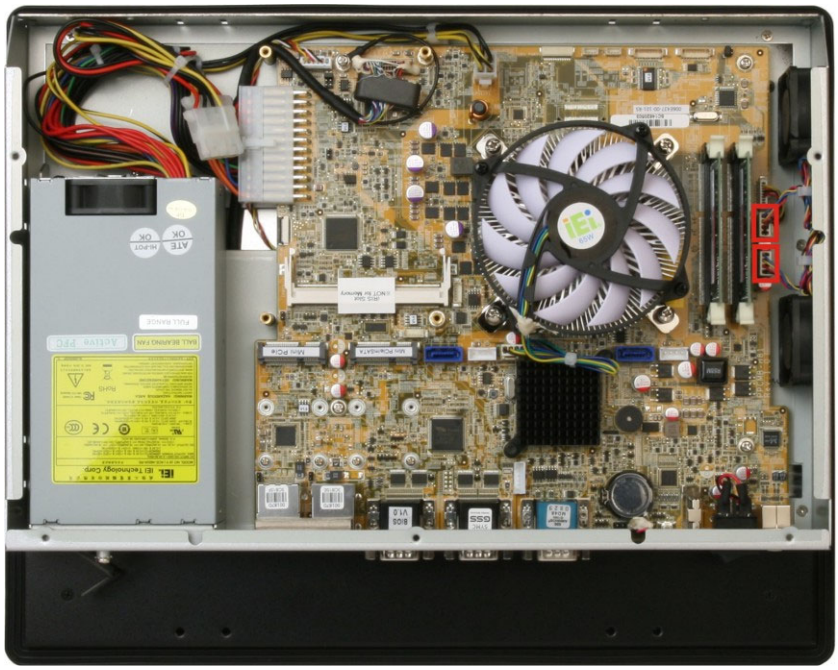

Figure 4-3: System Cooling Fans Motherboard Connectors
Step 2: Disconnect the system cooling fans from the motherboard (**Figure 4-3**).